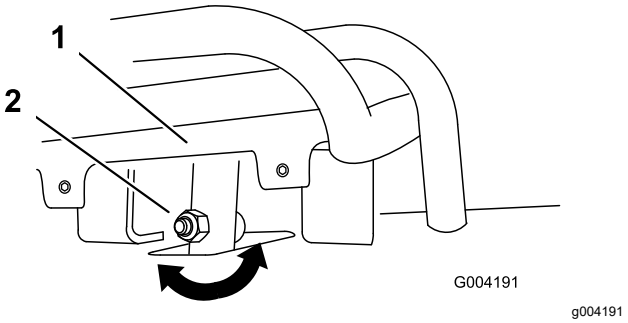
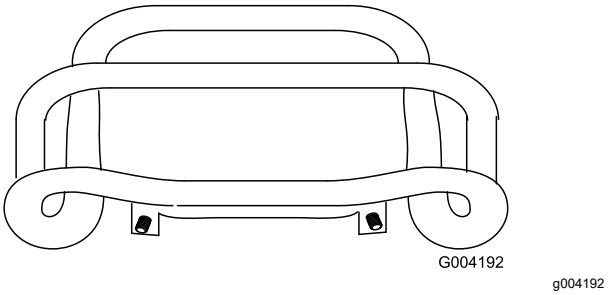

Figuur 53
Figuur 54
4. Als de voorzijde van de tractiebediening niet gelijk en recht tegen de referentiebalk rust, draai dan de moer en bout van de tractiebediening los (Figuur 53).
5. Stel de tractiebediening zo af, dat deze gelijk en recht tegen de referentiebalk rust als de bediening recht naar achteren wordt getrokken (Figuur 53 en Figuur 54).
C. Draai de flensmoer en bout in de stang van de tractiebediening los (Figuur 53).
I. Stel de tractiebediening zo af, dat deze gelijk en recht tegen de referentiebalk rust als de bediening recht naar achteren wordt getrokken (Figuur 53 en Figuur 54).